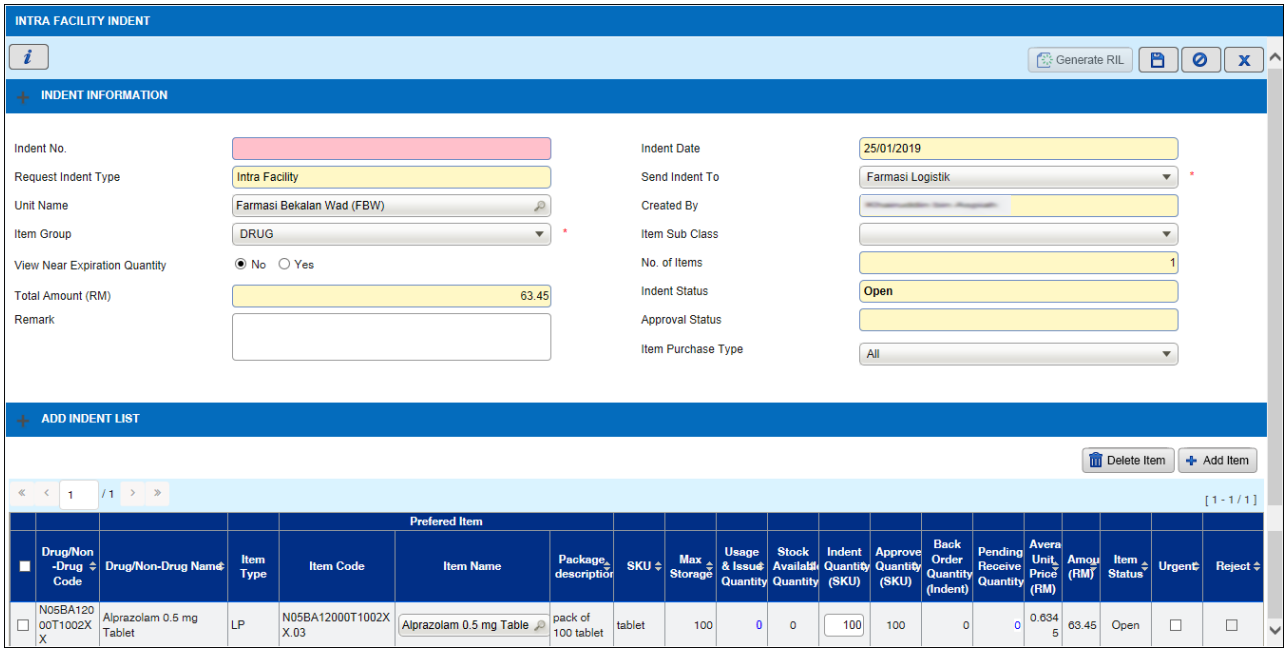

Figure 3.2-10 Indent List
- *User will be redirected to the Indent Information screen as shown in Figure 3.2-10*